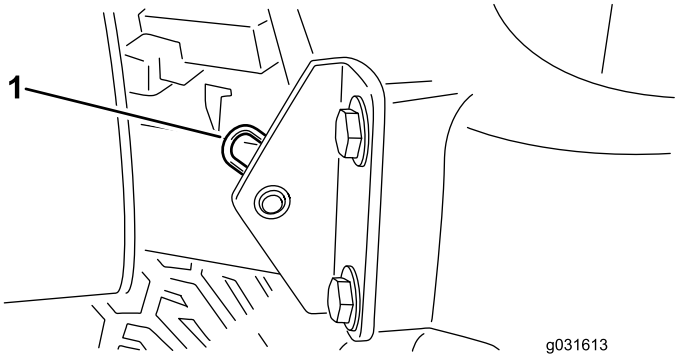

Figuur 33
2. Verwijder de R-pen waarmee het draaipunt van de motorkap aan de montagebeugels is bevestigd (Figuur 33).